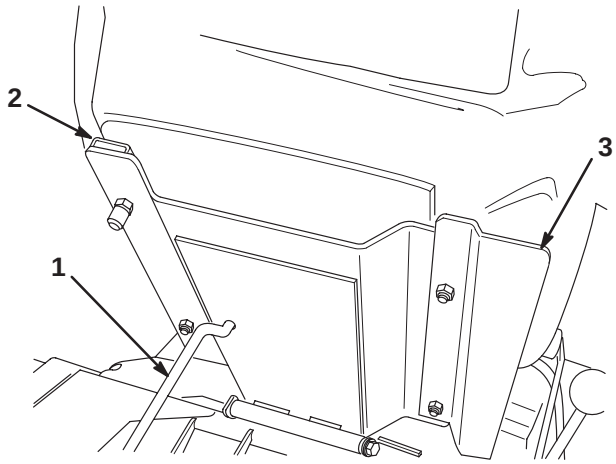

**Figure 6**
3. Secure the seat, seat panel, and seat slides to the seat support with the locknuts (5/16 in.) (Fig. 6) supplied in the loose parts. Mount the seat panel on the right side, positioned as shown in Figure 6.